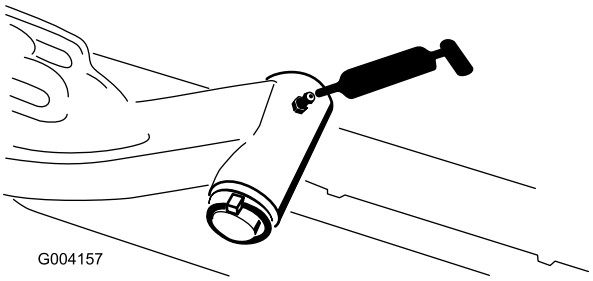

Figur 48
- Lyftarmens svängaxel (1 var) (Figur 48)